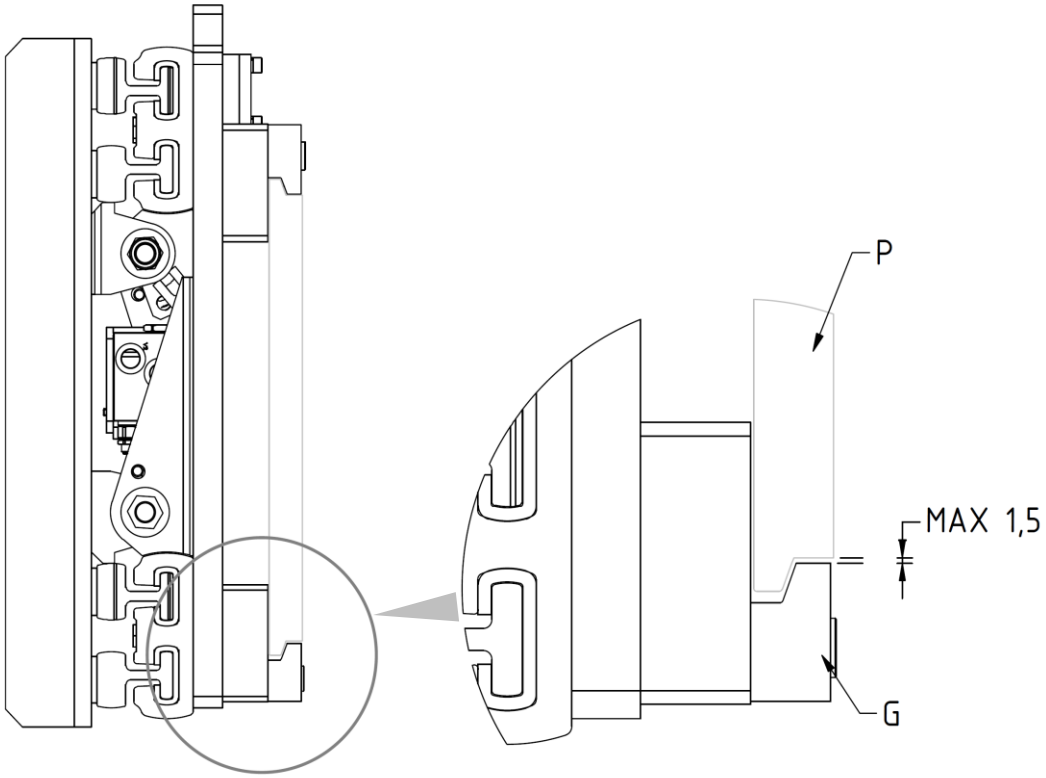

Figura 4
7. Atornillar los dos ganchos inferiores **G** para que su cuerpo quede enganchado debajo a la placa porta horquillas **P** (con un juego máximo de 1,5 mm, mira *Figura 4*), apretando con el par de apriete indicado en la *Tabla 3*.